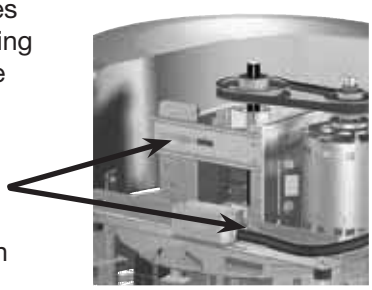

Figure 17
7. Belt tension can be adjusted by loosening four fasteners on the drive frame, see Figure 17. The motor plate slides on the slotted adjusting arms and drive frame angles in the same manner.